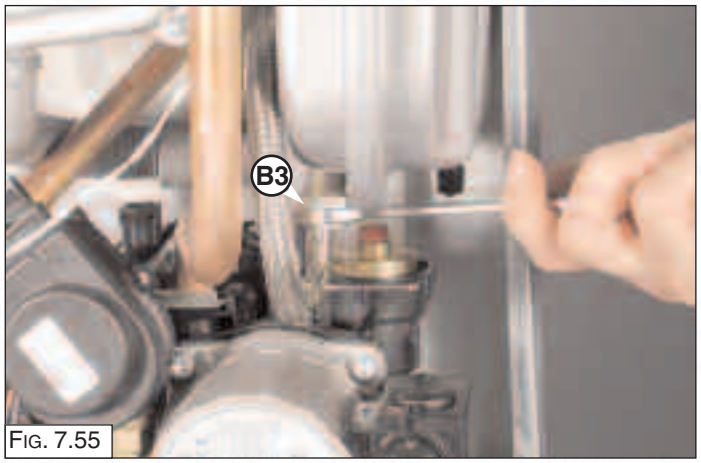

Fig. 7.55
*2.* Loosen nut “B3” (Fig. 7.55);